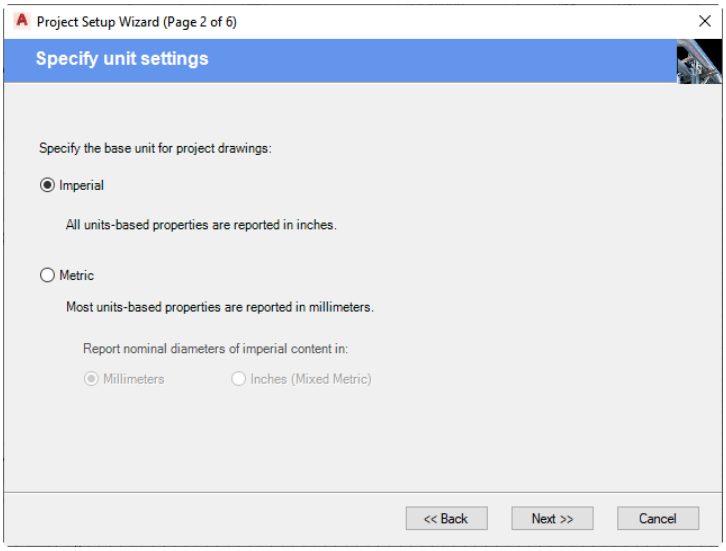

Figure 2-3 *The* ***Specify unit settings*** *page*
3. Clear the **Copy settings from existing project** check box, if selected, and then choose the **Next** button; the **Specify unit settings** page will be displayed, as shown in Figure 2-3.